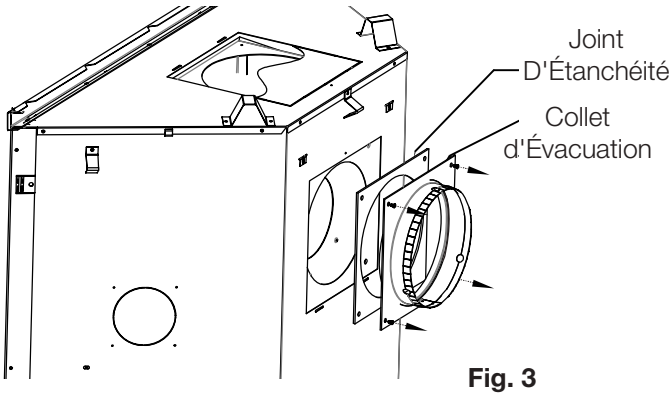

Fig. 3
H. Installez l'assemblage du collet de 7", complet avec le join d'étanchéité sur le panneau arrière autour du collet de 4" (101,6mm) avec les vis fourni **(Fig. 3)**.